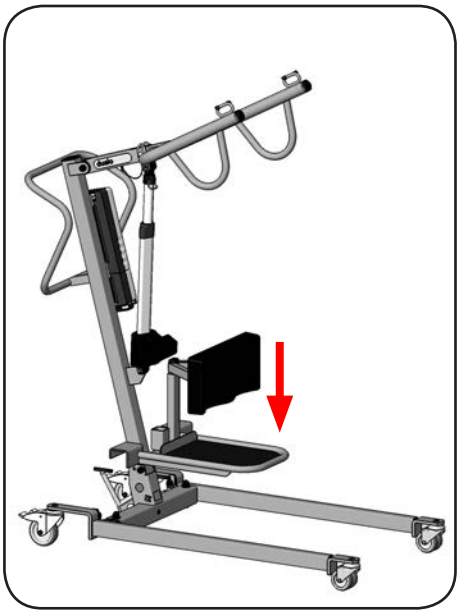

Abbildung 43
5. Befestigen Sie das Trittbrett am Fahrgestell, indem Sie es einfach mit den U-Haltern auf das Querrohr aufstecken (Abbildung 43).